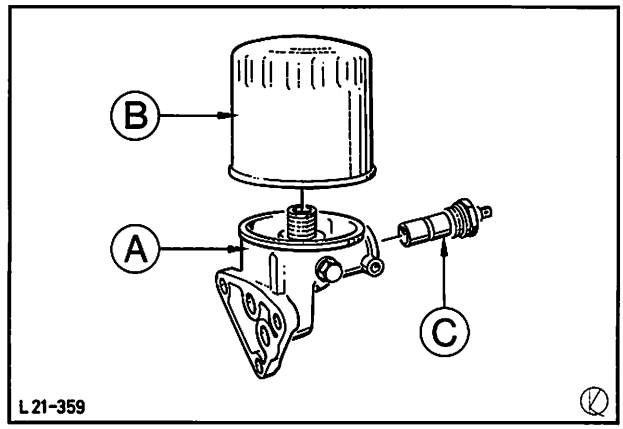

Abb. 7 A = Ölfilterflansch
1. Anschlußkabel – Öldruckschalter abziehen und Öldruckschalter, Abb. 7 und 8, herausdrehen.